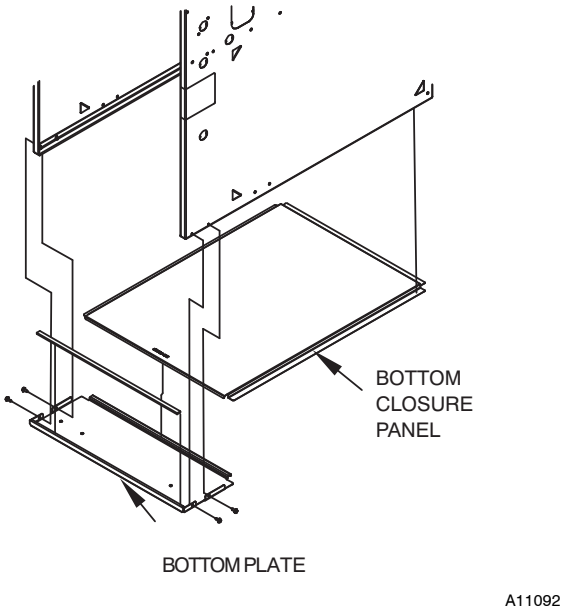

Fig. 21 - Removing Bottom Closure Panel
1. Tilt or raise furnace and remove 4 screws holding bottom plate. (See Fig. 21.)